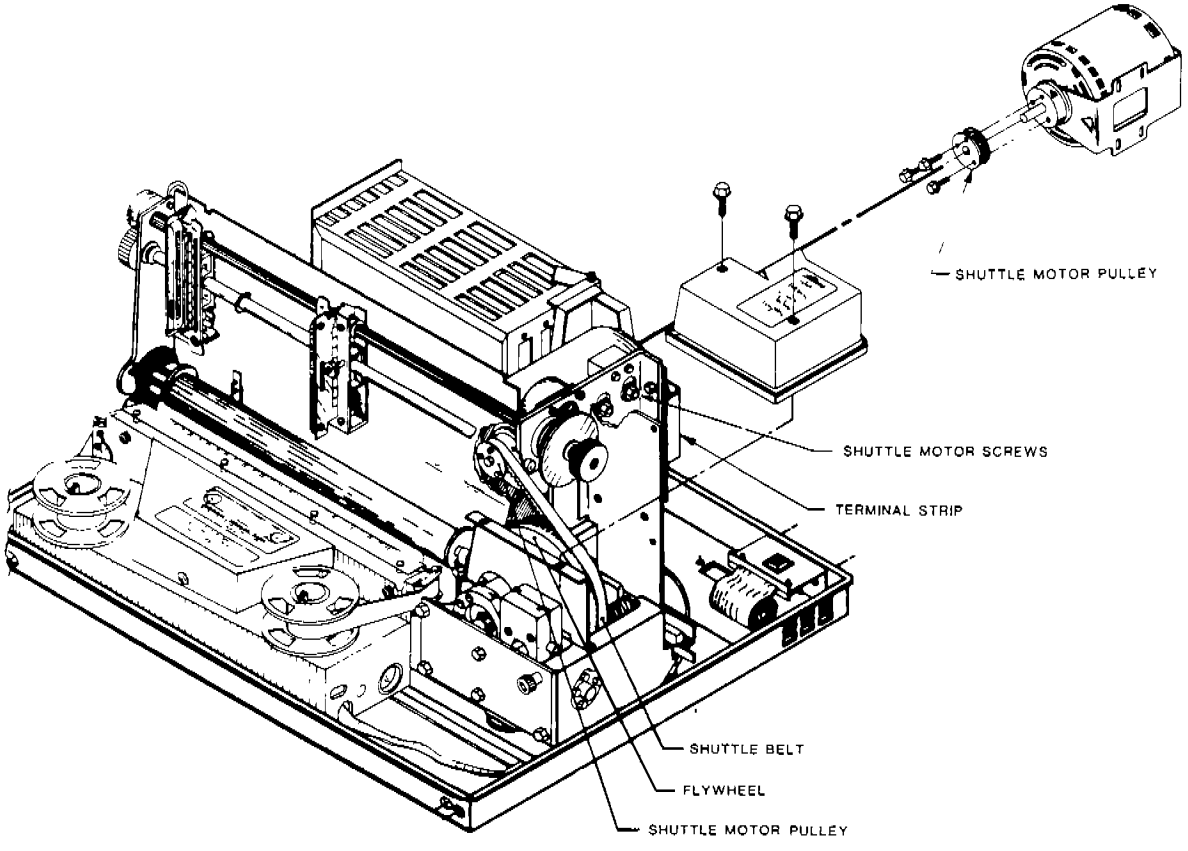

FIGURE 3-20.
3. Loosen the four screws that hold the shuttle motor to its mount, permitting the motor to lower to the bottom of the screw slots (Figure 3-20).